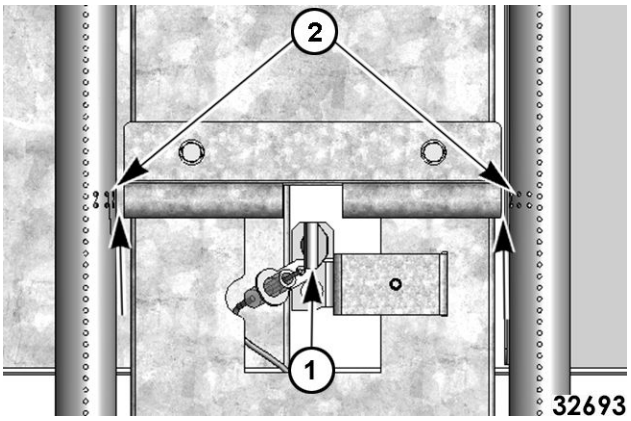

Fig. 16
4. With pilot (1, Fig. 16) centered in flash tube opening, center align ignition ports with both sides of flash tube (2, Fig. 16). Verify 1/8” gap between the end of flash tube and burner on both sides.